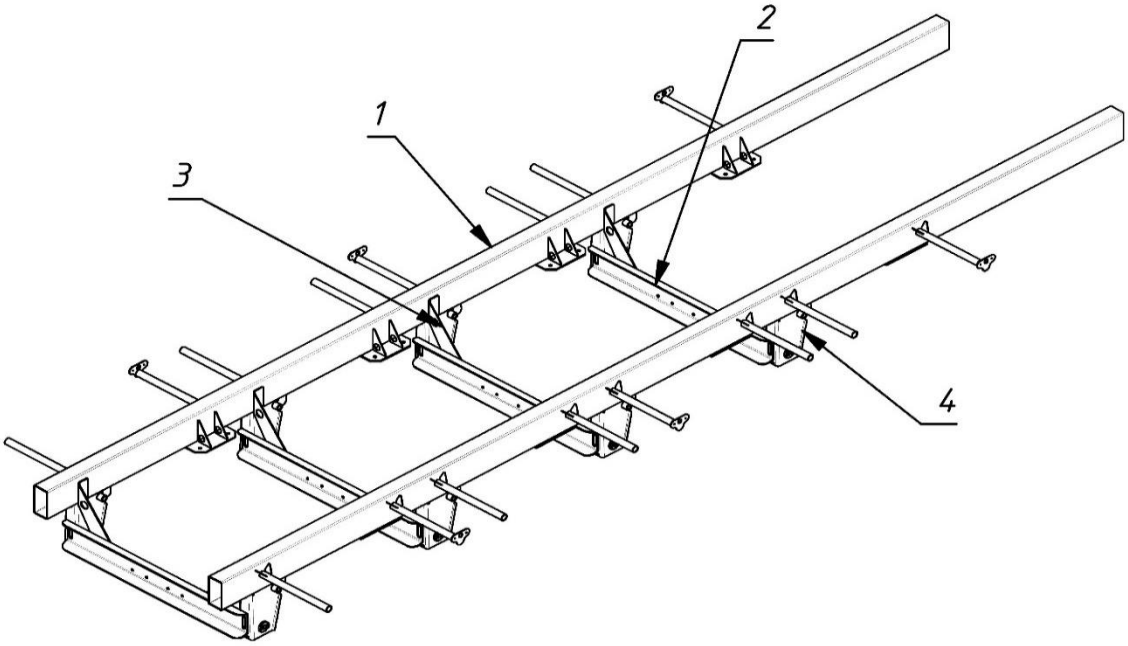

Рис. 2.9 - Рама полуприцепа
Рама полуприцепа (см. рис. 2.9) сварная состоит из двух труб прямоугольного сечения (1), на которые установлены поперечные элементы конструкции (2), усилительные кронштейны (3) и кронштейны осей тележки (4).